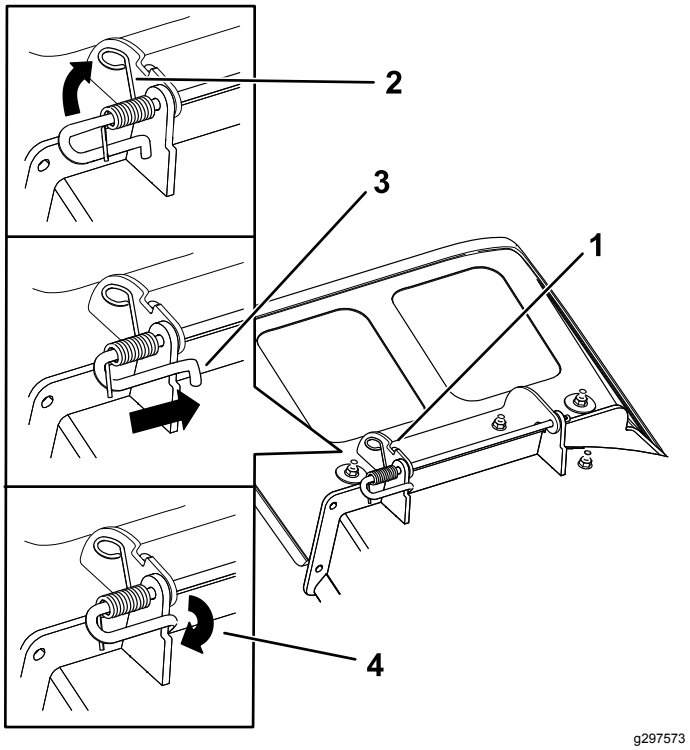

Figuur 78
4. Plaats de nieuwe grasgeleider met de beugeluiteinden tussen de gelaste beugel op het maaidek zoals getoond in Figuur 78.
6. Plaats de veer op de stang zoals getoond in Figuur 78. Doe dit zo, dat het korte uiteinde met de veer onder de stang voor de bocht uitkomt en over de stang gaat als deze terugkomt uit de bocht.
7. Breng het uiteinde van de veer met de lus omhoog en bevestig in de inkeping op de beugel van de geleider (Figuur 78).
8. Bevestig de stang en veer door deze zo te buigen dat het korte uiteinde van de stang zich achter de voorste beugel op het maaidek bevindt (Figuur 78).